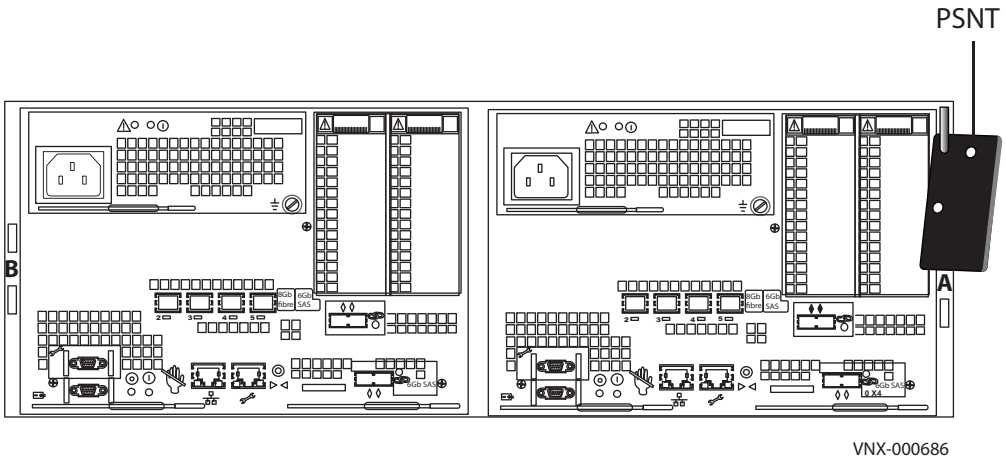

**Figure 9** The location of the PSNT tag on the rear of the 3U DPE
1. Look for the Product ID/SN on the product serial number tag (PSNT) located at the back of the DPE as shown in Figure 9.
Be careful when you slide the enclosure into the rails. The PSNT tag on the corner of the enclosure as shown in Figure 9 can inadvertently become jammed, be cut off, or block the enclosure seating.